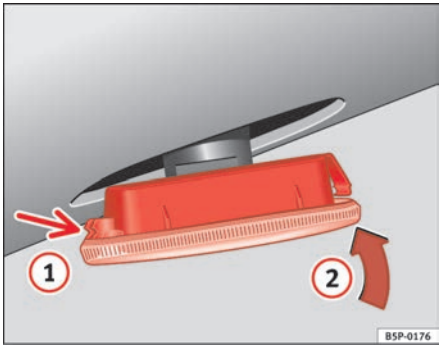

Fig. 196 Side indicator
– First place the indicator in the opening in the bodywork, fixing the tabs ⇒ page 261, fig. 196, arrow (1).
– Insert the lamp as shown by the arrow (2) ⇒ page 261, fig. 196. ■